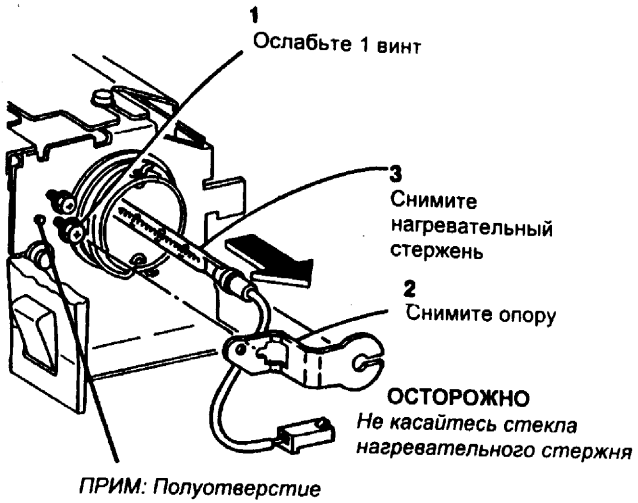

Рис. 3 Снятие нагревательного стержня
6. (Рис. 3) Снимите нагревательный стержень